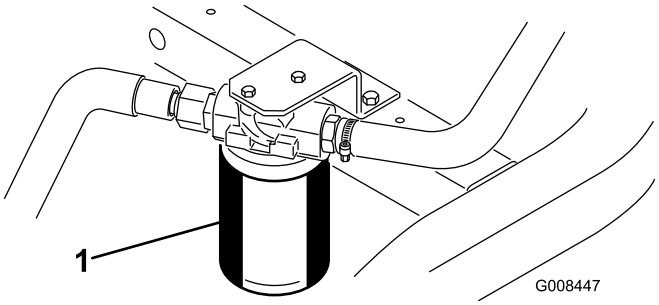

Figur 50
1. Rengjør området rundt der filteret skal festes (Figur 50). Plasser et tappefat under filteret, og ta ut filteret.